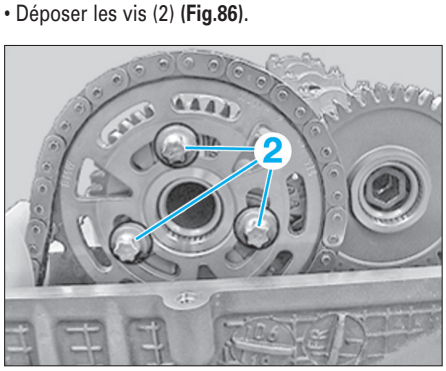

Fig. 86
• Déposer les vis (2) **(Fig.86)**.